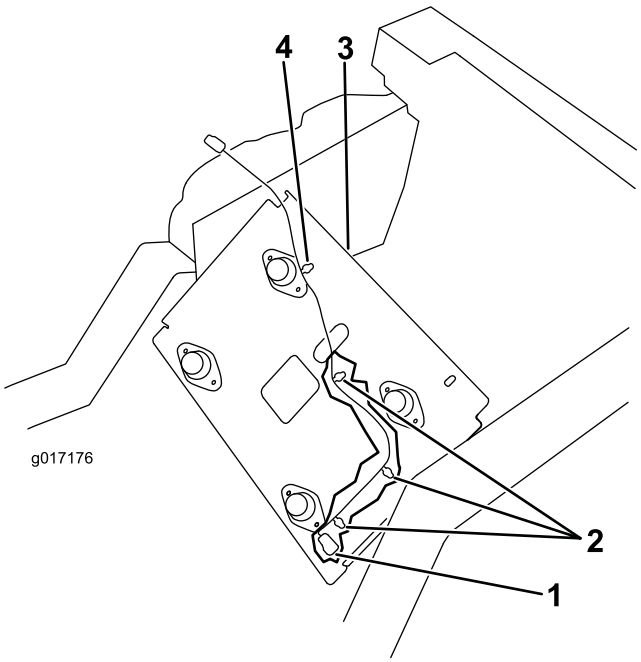

Bild 6
3. Stecken Sie den neuen Kabelbaum in den Kabelbaum der Zugmaschine (Bild 6).
4. Setzen Sie die drei Kabelbaumclips in die Löcher in der Sitzplatte (Bild 6).
5. Verlegen Sie den Kabelbaum durch das Loch im Sitzunterteil und setzen Sie den anderen Kabelbaumclip in das Loch im Sitzunterteil ein (Bild 6).